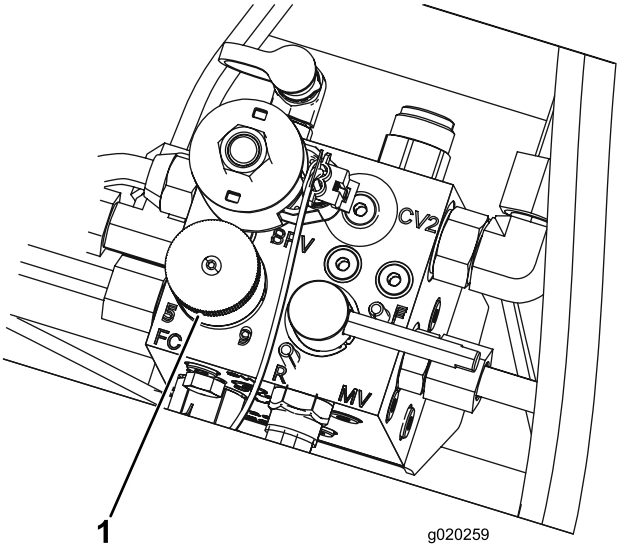

Figur 32
4. Still inn spolehastigheten ved å vri knotten (Figur 32) til indikatorpilen er på linje med antallet som angir ønsket innstilling.